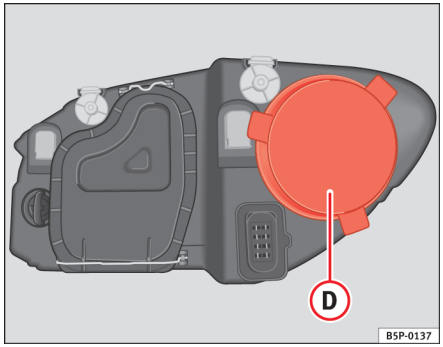

Fig. 164 Positionslys
– Træk dækslet ⇒ fig. 164 (D) af.